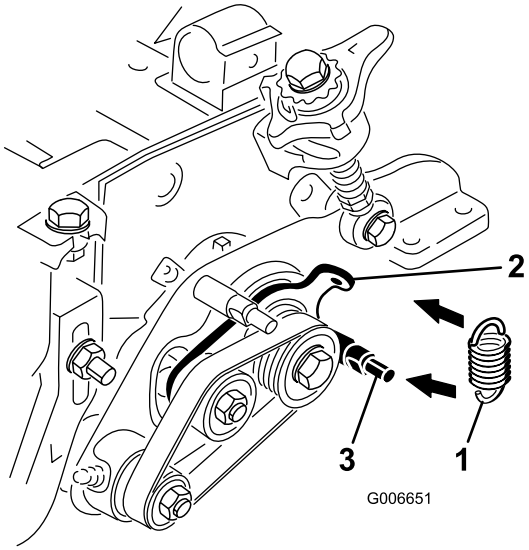

図 11
22. アイドラスプリングをアイドラプレートの穴に掛け、グルーマプレートの低い方のスタッドに掛け回す図 11。スプリングフックの開いている側の端部が駆動プーリを向くように取り付ける。